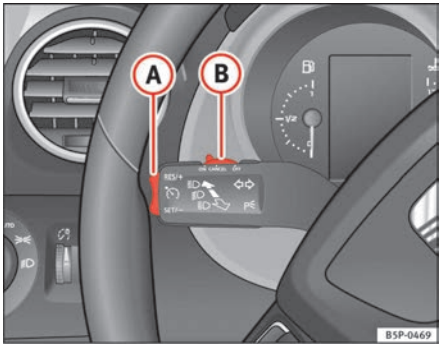

Fig. 150 Indicator and main beam headlight lever: switch and rocker switch for the cruise control
– Press the lower part **SET/-** of the rocker switch ⇒ fig. 150 (A) once briefly when you have reached the speed you wish to set.